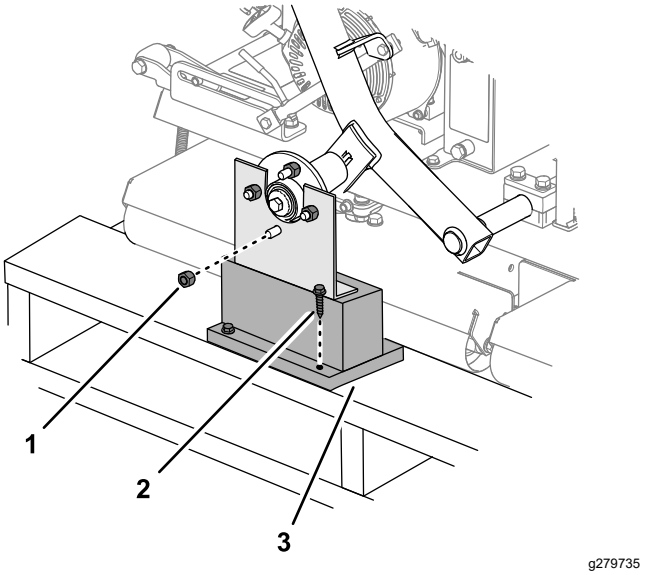

Figur 3
1. Fjern hjullåsemøtrikkerne, der fastgør hjulnavene til leveringsbeslaget (Figur 3).
2. Fjern den anden hjullåsemøtrik, der er skruet på hjulnavets pindbolt (Figur 3).
3. Fjern de franske skruer, der fastgør leveringsbeslagene til pallen, og fjern beslaget (Figur 3).